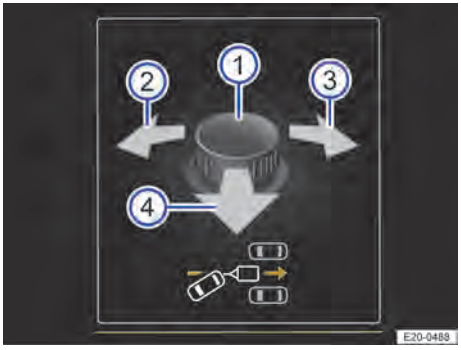

Bilde 121 På displayet i instrumentgruppen: Stille inn tilhengervinkel med dreieknotten for sidespeilene.
① Dreieknott for justering av sidespeil.
② Rette opp tilhengeren mot venstre.
③ Rette opp tilhengeren mot høyre.
④ Rygge og plassere tilhengeren i retning målposisjonen.
⑤ Tilhengerens nåværende posisjon.
⑥ Tilhengerens målposisjon.
⑦ Nullstille vinkelvisningen.
3. Vipp på dreieknotten i førerdøren til du når ønsket retning → Bilde 121 ①.